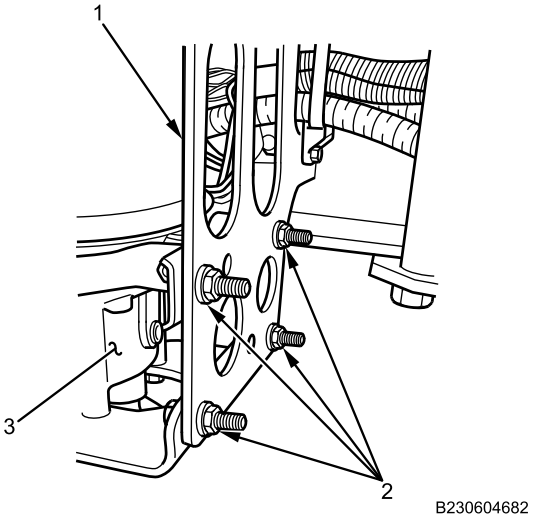

Figure 11. Air Dryer Support Bracket Nuts.
5. Remove rubber tie-down strap from air dryer (Figure 11, Item 3). Install air dryer on air dryer bracket (Figure 11, Item 1) with four bolts and nuts (Figure 11, Item 2). Tighten nuts and bolts securely.